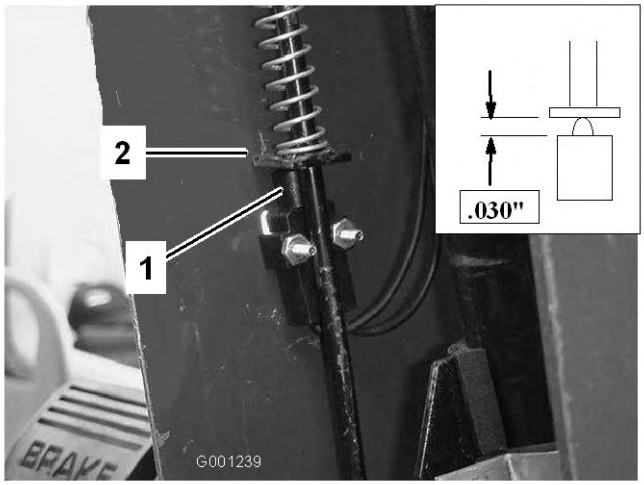

Figur 62
3. Skjut upp kåpan längs med styraxeln för att exponera parkeringsbromsbrytaren (Figur 62).
5. Rikta in parkeringsbromsspakens vinge med brytarkolven (Figur 62).
6. Tryck ned parkeringsbromsstången och tryck upp brytaren tills brytarkolvens sammanpressade längd är 0,762 mm (Figur 62, infogad bild). Detta är avståndet mellan parkeringsbromsspakens vinge och brytarkolvshuset.